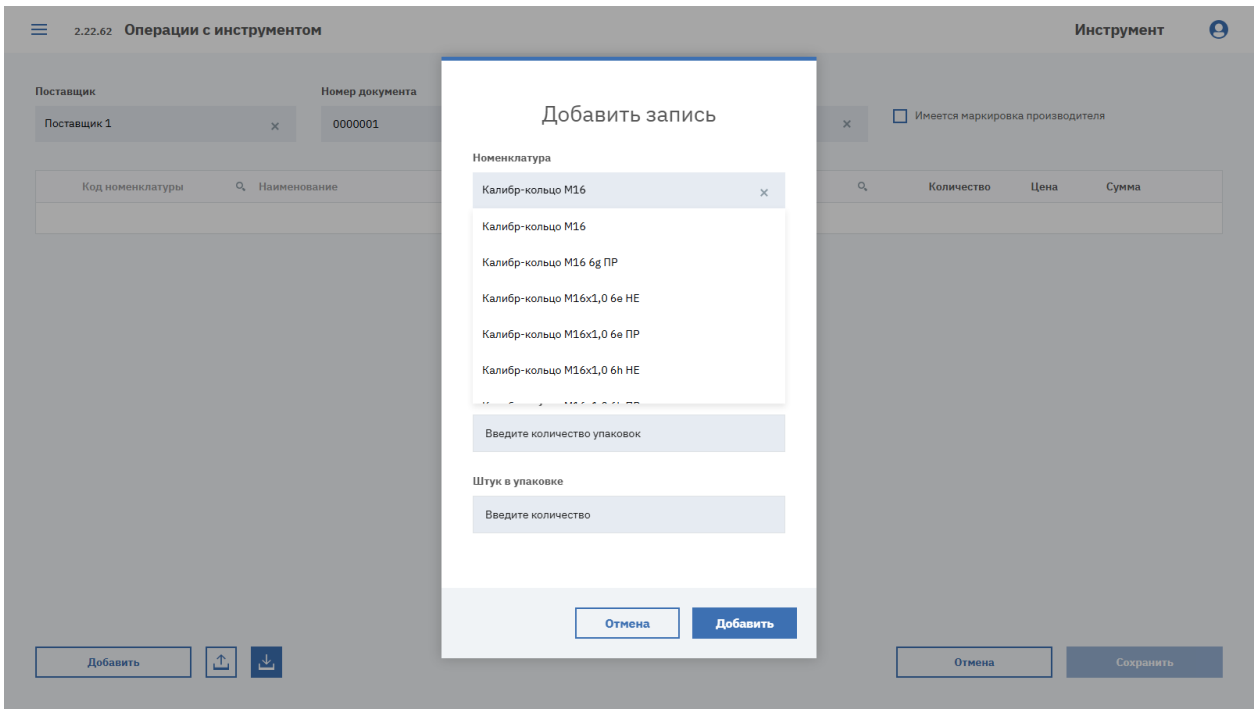

Рисунок 140. Выбор номенклатуры в окне «Добавить запись»
5. Нажмите кнопку «Добавить» в нижней части формы. Откроется окно «Добавить запись» (см. Рисунок 140).